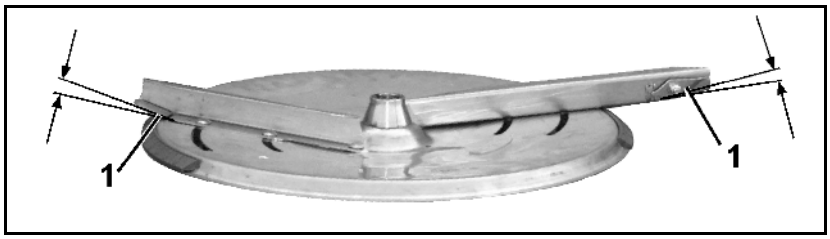

**Rys. 61**
3. Uchylne skrzydełka (Rys. 61/1) łopatek wysiewających przestawić w żądaną pozycję do wysiewu normalnego lub do nawożenia pogłównego.